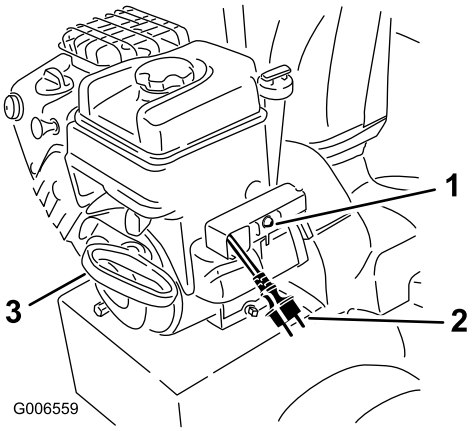

Figur 29
7. Start sneslyngen ved at trække i tilbageslagsstarthåndtaget eller trykke på den elektriske startknap (Figur 29).